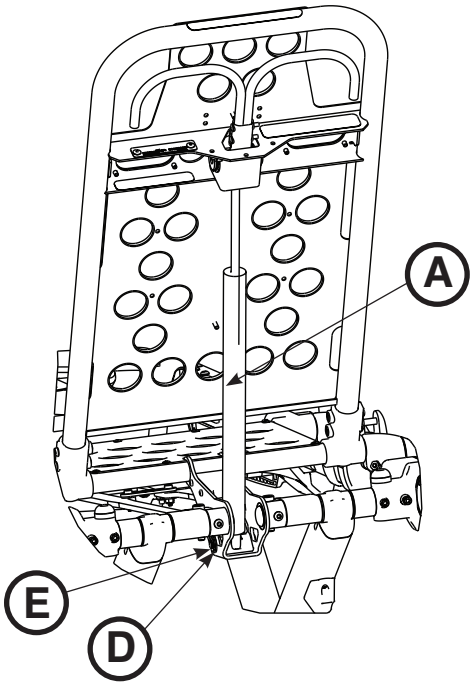
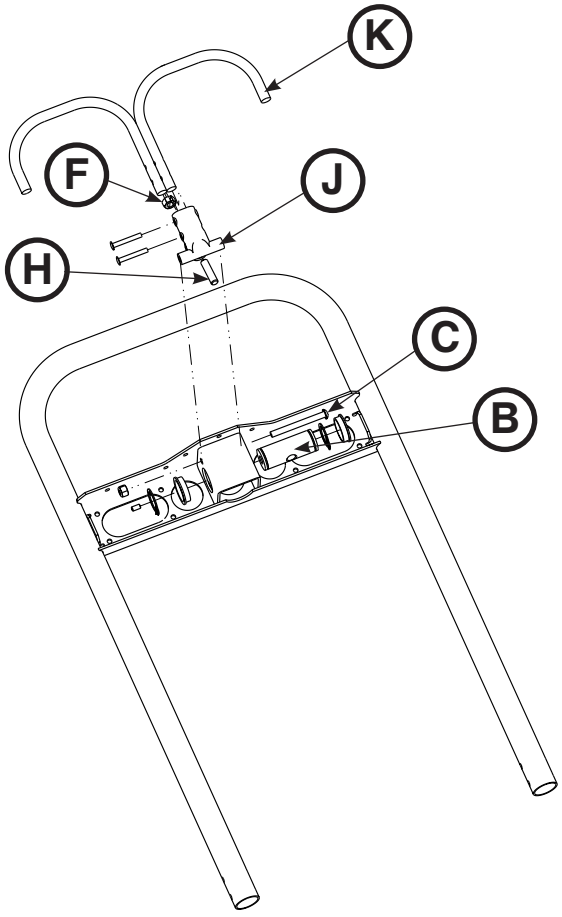

Figure 68
Figure 69
Note: Before continuing with the backrest adjustment procedure, be sure that the cylinder (A) is completely threaded into the yoke (B) so no threads are showing on the shaft of the cylinder. If threads are showing, use a 3/32” hex wrench to remove the set screw (C) in the center of the yoke. Using a small slotted screwdriver, remove the E-clip and pin (D & E) that holds the bottom of the pneumatic cylinder. Thread the cylinder shaft (A) completely into the yoke (B). Replace the E-clip and pin (D & E) and replace the set screw (C) using Loctite®. (Figure 68 and Figure 69)
2. Using a 1/2” combination wrench, loosen the hex nut (F) on the backrest pivot (J) while holding the set screw (H) fixed in the pivot (Figure 69).
3. Using a 5/32” hex wrench, turn the set screw (H) until there is no play between the backrest release handle (K) and the pneumatic cylinder release button (Figure 69).
5. Using the 1/2” combination wrench, tighten the hex nut (F) while holding the set screw fixed in the pivot (Figure 69).